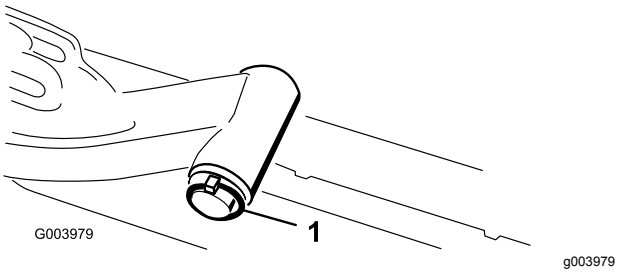

Figuur 12
A. Verwijder de lynchpen en de ring waarmee de draaiende as van de hefarm bevestigd is aan de hefarm en schuif de draaiende as van de hefarm uit de hefarm (Figuur 12).
C. Steek de as van de hefarm in de hefarm en zet deze vast met de ring en de lynchpen (Figuur 12).